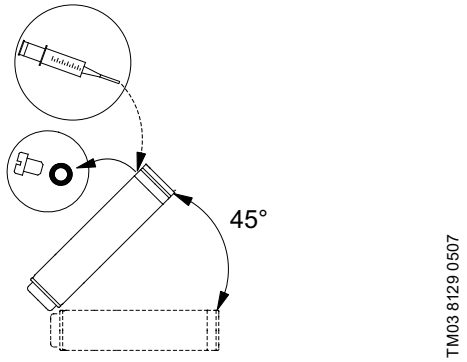

Рис. 6 Электрлі қозғалтқыштың толтыру кезіндегі күйі – MS 6000
- Электрлі қозғалтқыш егер қоймадан жеткізілген жағдайда, оны сорғы бөлігіне құрастырудың алдында электрлі қозғалтқыштың сұйықтық деңгейін тексеріп алу қажет. *Рис. 6*-суретті қараңыз
- Сервистік жұмыстарды жүргізу кезінде деңгейді тексеру қажет. *Рис. 6*-суретті қараңыз
1. Батпалы электрлі қозғалтқышты *Рис. 6* сур. көрсетілгендей етіп орналастырыңыз. Құйғыш саңылау қозғалтқыштың жоғарғы нүктесінде болуы керек.
3. Арнайы піскектің көмегімен электрлі қозғалтқышқа ол құйғыш саңылау арқылы аға бастағанша дейін салқындатқыш сұйықтықты құйыңыз. *Рис. 6*-суретті қараңыз